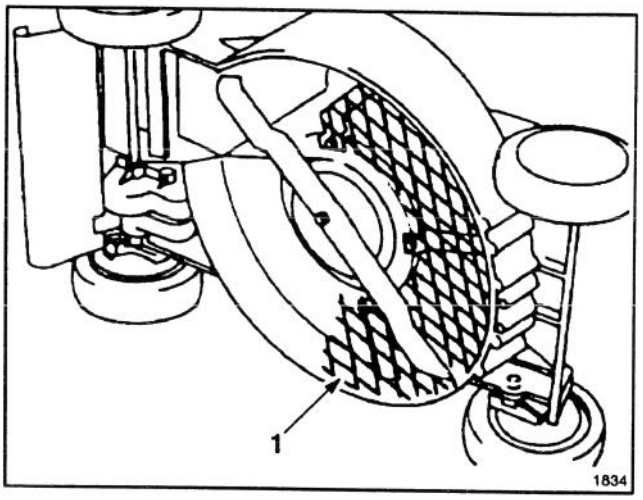

Figure 36
2. Leaf Shredder Kit, Model No. 59180—Installs on underside of mower in minutes without requiring removal of blade. Shreds leaves into small pieces for clean vacuuming into grass bag and convenient disposal (Fig. 36).